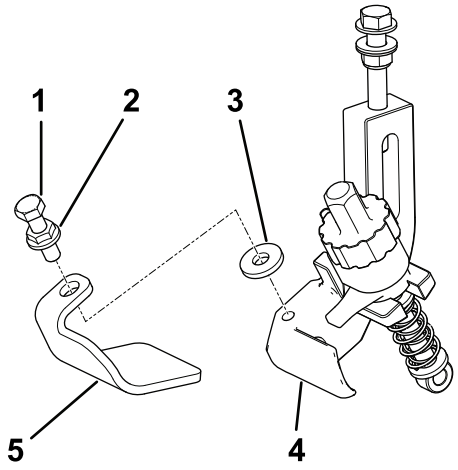

Figure 1
2. On the left side of the cutting unit, use the cap screw, flange nut, and washer to locate the left skid on the left HOC bracket assembly (Figure 1).